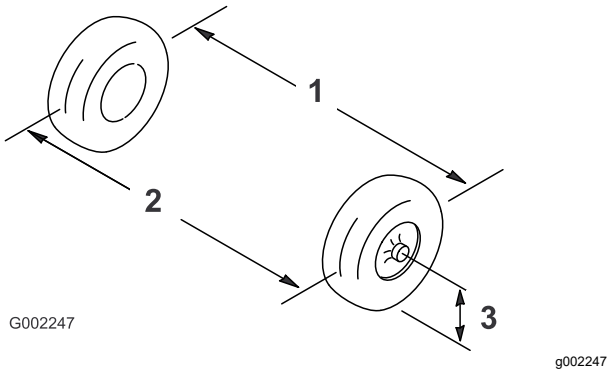

Bild 96
2. Messen Sie den Abstand zwischen beiden Vorderreifen auf Achshöhe (an der Vorder- und Rückseite der Vorderreifen) (Bild 96).